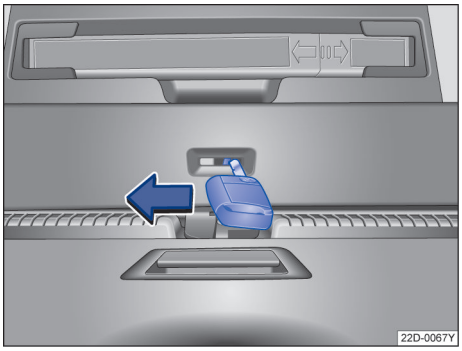

图 56 在行李厢中：行李厢盖的应急解锁机构
– 将钥匙头插入行李厢盖中的开口→ 图 56 并沿箭头方向按压解锁拨杆，解锁行李厢盖。 ◁